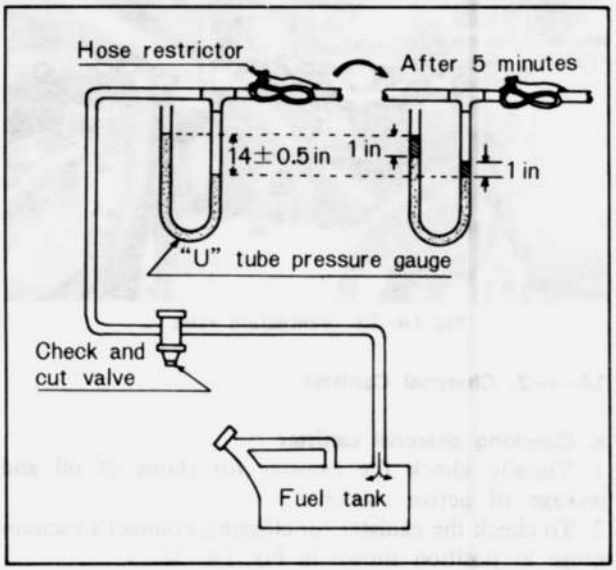

Fig. 1A–36 Checking evaporative line
2. Connect the "U" tube pressure gauge to disconnected ventilation hose as shown in Fig. 1A–36.